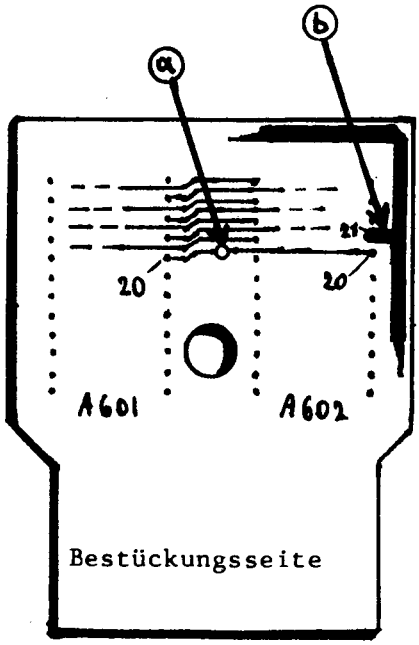

Abbildung 26
3. Änderungen auf der Vorderseite (Bestückungsseite, Abb.26):